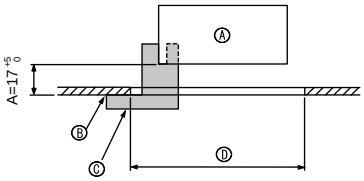

Fig. 5-2
①	Решетка	1	950 × 950 (мм)
②	Винт с привязной прокладкой	4	M5 × 0,8 × 25
③	Шаблон	1	(Поделен на четыре части)
④	Фиксатор	3
⑤	Винт	4	4 × 8
⑥	Винт	1	4 × 12
⑦	Угловая панель i-see sensor	1	дия PLP-6BAE
5.2. Подготовка к установке вентиляционной решетки (Fig. 5-2)
- С помощью поставленного в комплекте шаблона ③ отрегулируйте и проверьте положение устройства по отношению к потолку. При неверном расположении устройства по отношению к потолку возможно прохождение воздуха или накопление конденсации.